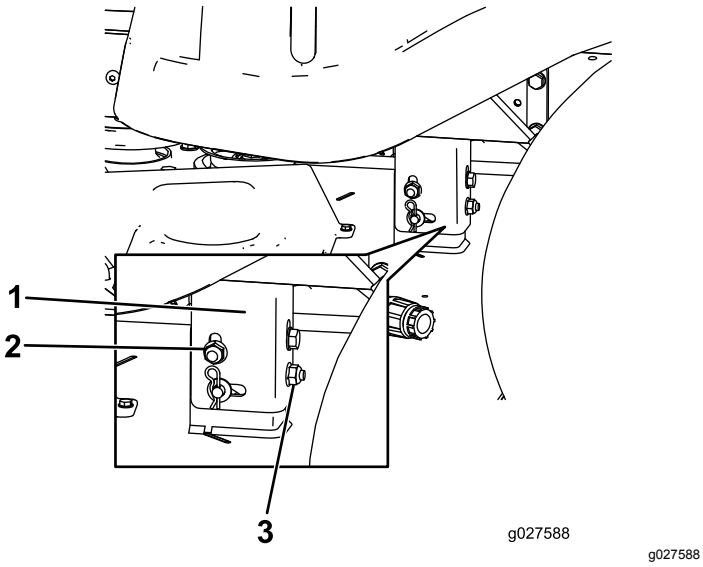

Figur 61
8. Höj eller sänk klippdäckets vänstra sida genom att vrida på den bakre låsmuttern (Figur 61).